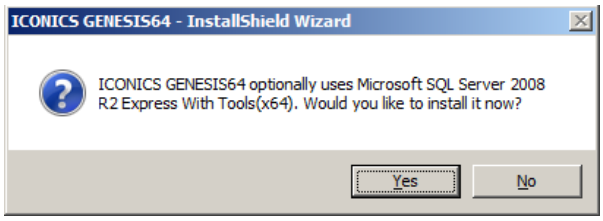

Figure L1.3 – SQL Server Installation
4. If you don't have SQL Server pre-installed on your machine, you will get a message as shown in Figure L1.3 below. If you are only doing a local installation, just click on "Yes" to proceed. If you are doing a corporate installation, you may not need to install SQL Server now. But, you need to ask your IT administrator to provide you with a domain, as well as a SQL server user account.